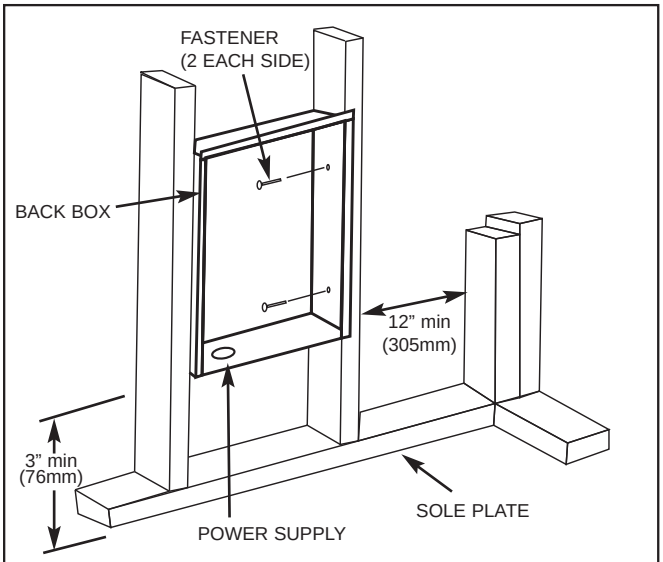

Fig. 1: Locating Back Box Recessed in New Construction
1. Mounting Back Box (See Figure 1).
d. Adjust back box such that the top, bottom, and sides will be flush with the finished wall surface. Secure the back box in position with wood screws or nails as shown in Figure 1.
2. Power Supply Wiring (See Figure 1).